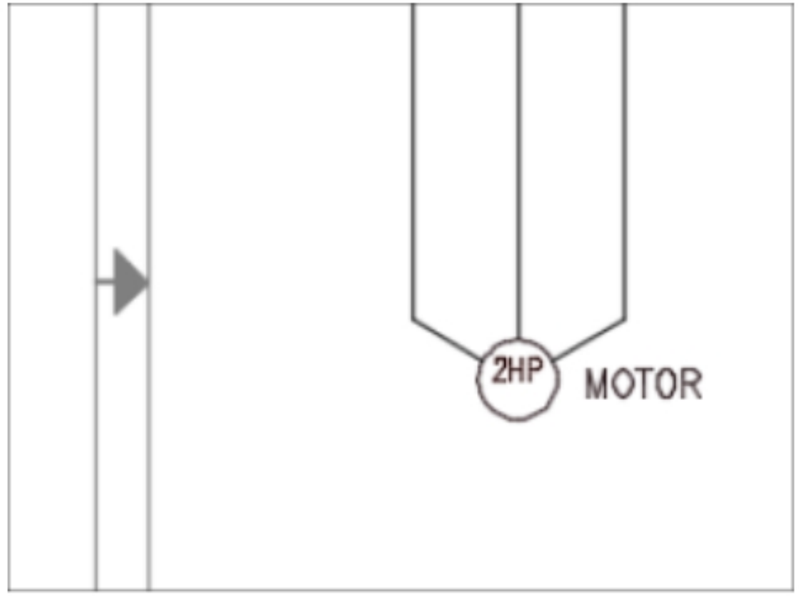

Figure-73. Motor placed
- Click on the **OK** button from the dialog box. The motor will be placed; refer to Figure-73.